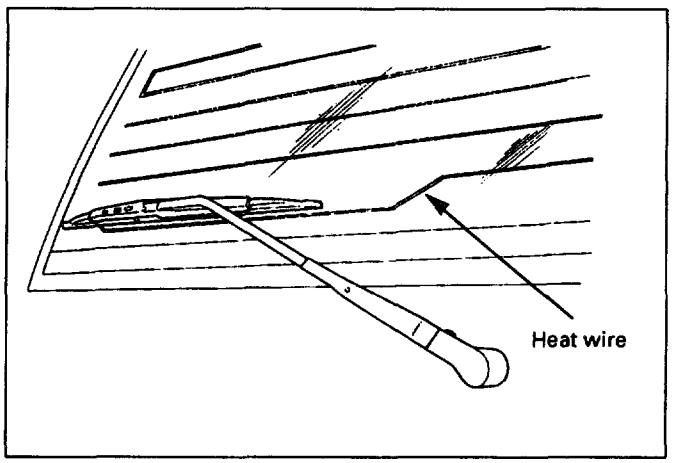
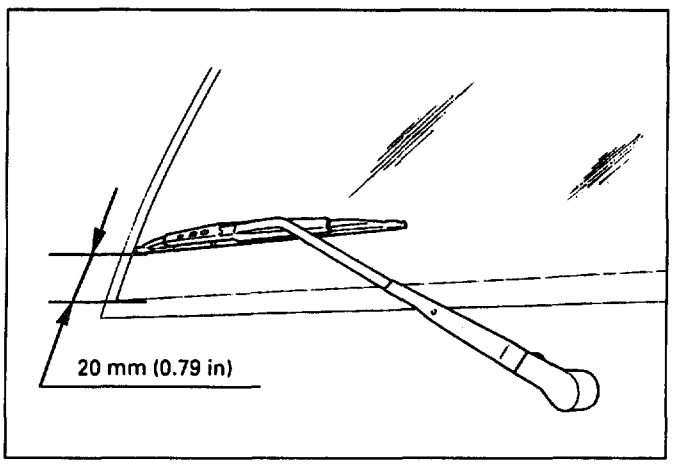

Fig. 8-267
Fig. 8-268
2. Install the wiper arm so that the blade gets parallel to the lowermost heat wire of the rear defogger (w/rear defogger). (Fig. 8-267) or position the blade 20 mm (0.79 in) from edge of windshield (w/rear defogger). (Fig. 8-268)